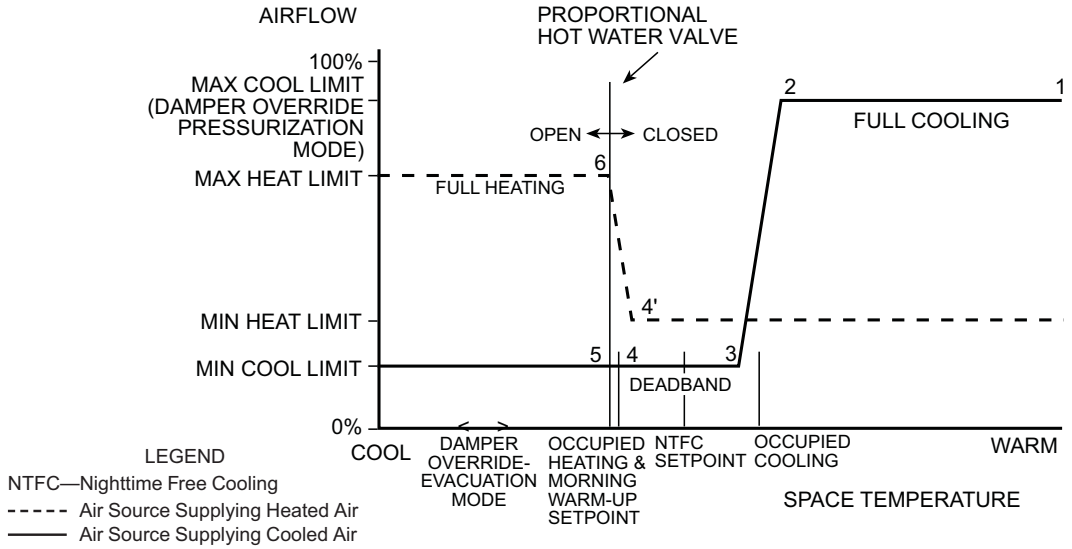

Figure 2 - Sequence of Operation for Series Fan Powered Air Terminal With Proportional Hot Water Heat
C. Heating: (when the primary air source is providing heated air, refer to numbers on flow diagram). See Fig. 2.